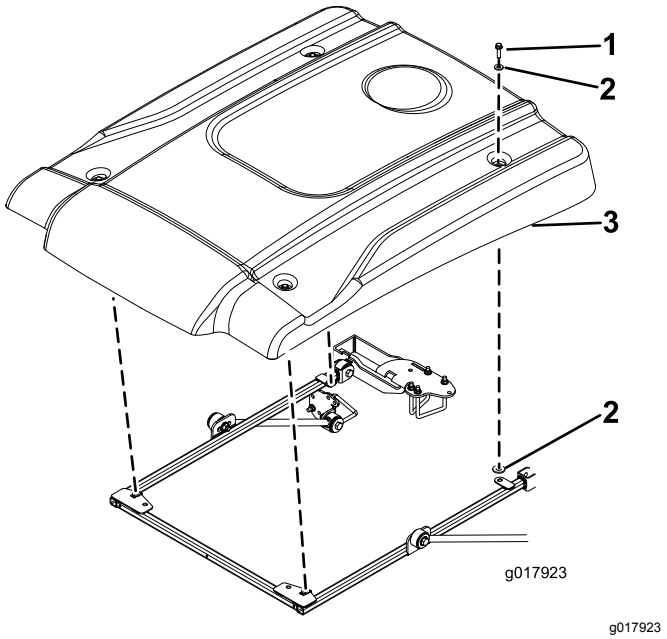

Figura 4
11. Durante l'allineamento dei fori di montaggio, posizionate il parasole sul telaio come mostrato in Figura 4.
12. Montate, senza serrarli, ciascun angolo del parasole sul telaio con un bullone a testa flangiata (5/16" x 1¼") e 2 rondelle piccole (Figura 4).